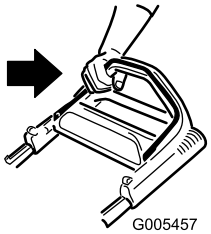

Figur 13
2. Hold bøjlen til knivens kraftudtag helt op mod håndtaget (Figur 13).